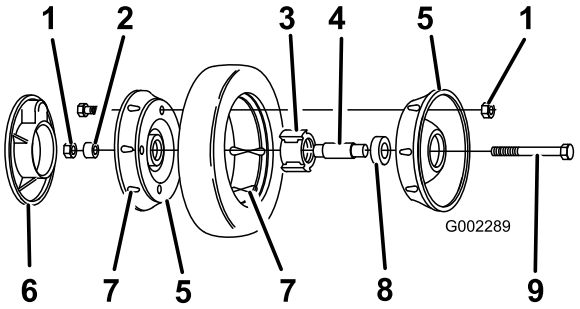

Rysunek 32
3. Usuń śrubę, dystansownik oraz przeciwnakrętkę mocującą koło do osi przegubu (Rysunek 32).
4. Zdejmij oponę z felg, odkręcając 4 śruby i 4 przeciwnakrętki (Rysunek 32).
Informacja: Zdejmując łożysko z zespołu łożyska/piasty, należy docisnąć dystansownik (Rysunek 32).
1. Umieść oponę na feldze, wyrównując ułożenie uchwytów (Rysunek 32).
2. Umieść zespół łożyska/piasty w środkowym otworze felgi. Upewnij się, że zaczepy piasty znajdują się nad kołnierzem otworu (Rysunek 32).
3. Załóż drugą felgę na zespół łożyska/piasty, wyrównując ułożenie uchwytów kół i opon oraz otworów mocowania (Rysunek 32).
4. Zamocuj luźno obie felgi za pomocą 2 wkrętów z pełnym gwintem lub śrub (1/4-20 x 1,50 cala) i nakrętek. Zamocuj wkręty lub śruby w przeciwległych otworach (Rysunek 32).
5. Sprawdź ułożenie wszystkich części i równomiernie dokręcaj śruby naprzemiennie z każdej strony, aż felgi będą połączone (Rysunek 32).
długie wkręty lub śruby i zastąp je 2 śrubami i 2 przeciwnakrętkami (Rysunek 32).
7. Zamocuj koło na osi przegubu za pomocą śrub, dystansownika i przeciwnakrętki. Upewnij się, że dystansownik znajduje się między piastą koła a osią przegubu (Rysunek 32).